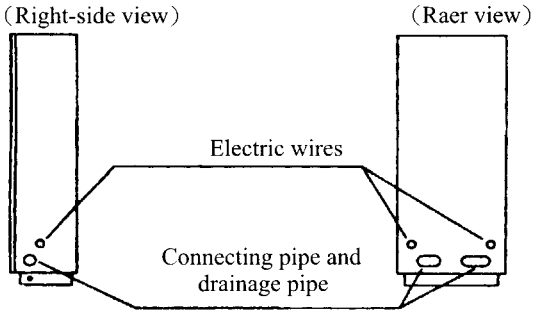
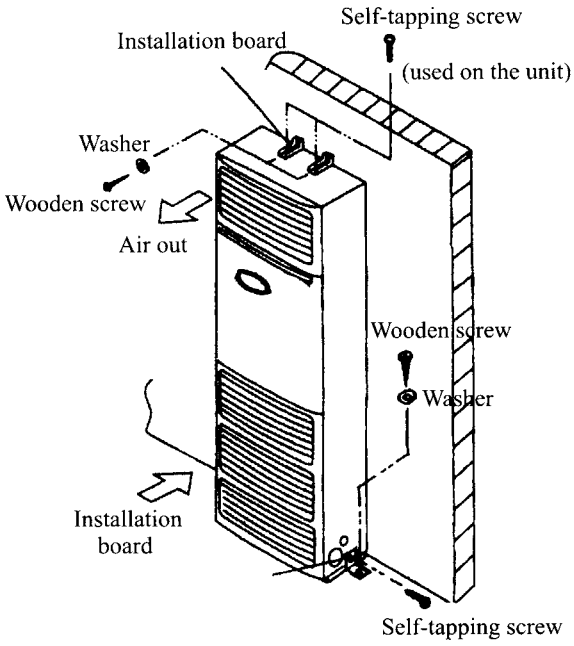

Fig. 98
Fig. 97
(1) Choose a place for indoor unit installation as described in 2.9.1
(2) Use attached installation boards to fix the unit firmly to the wall and the ground (Fig. 97).
(3) Drill a passing hole through the wall (if the connecting pipe and wires are to go through the wall).
(4) Choose one of the four hole-positions (2 on the side and 2 on the rear)according to installation place (see Fig. 98), break it through and fit in passing hole cover for the passing of connecting pipe, drainage pipe and wires.